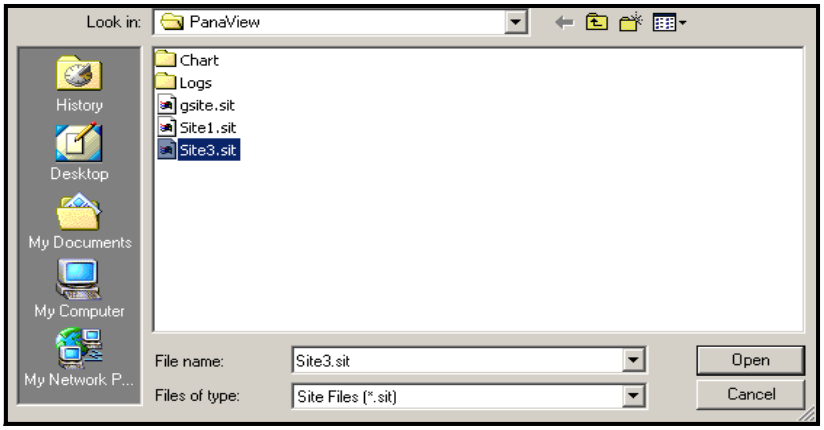
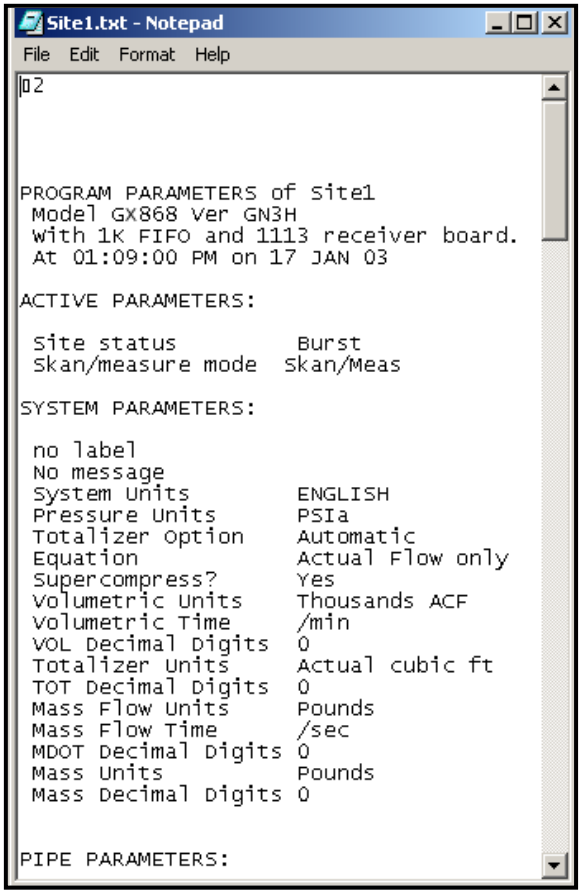

Figure 31: Site File Selection
Figure 33: Printout of Site File
2. Then click on the *Save Site to Meter* button. A screen opens similar to *Figure 31*.
3. The *Site File Selection* window (*Figure 31 on page 91*) opens. Highlight a site with the desired settings, and click [Open]. PanaView saves the site in the meter with the new name and the desired settings.
3. The *Site File Selection* window (*Figure 31 on page 91*) opens. Enter the desired site name (now with a .prt suffix) and click [Save]. PanaView displays a text version of the site, as shown in *Figure 33*.